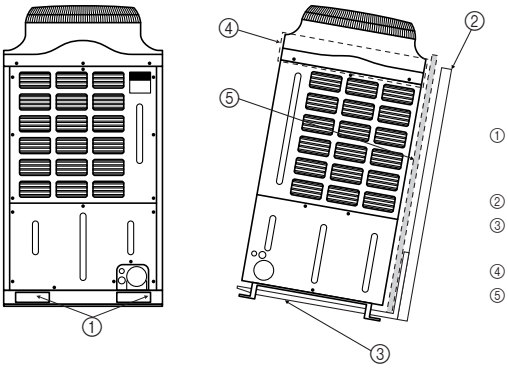

Fig. 3-1
3.1. Transport par chariot élévateur à fourche (Fig. 3-1)